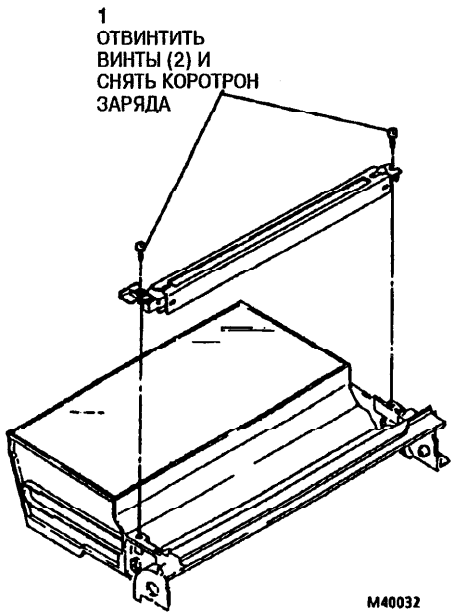

Рис. 1. Снятие коротрона заряда
2. (Рис. 1): Отвинтить винты (2) и снять коротрон заряда.